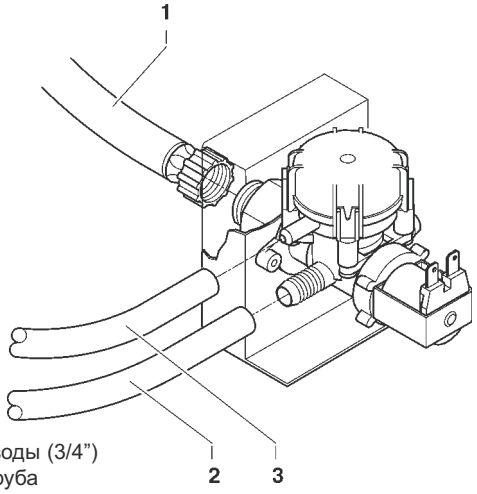

Рис. 16
Входной электромагнитный клапан подачи воды (смотри Рис. 16) оснащен устройством защиты от перелива воды, которое может механически блокировать подачу воды в результате сбоя в работе электромагнитного клапана или устройства регулирования уровня воды в бойлере. Чтобы восстановить нормальную штатную работу автомата, выполните следующие действия:
- ослабьте крепление, предназначенное для крепежа к трубке подачи воды электромагнитного клапана для сброса остаточного давления, и завинтите крепление снова (смотри Рис. 16);